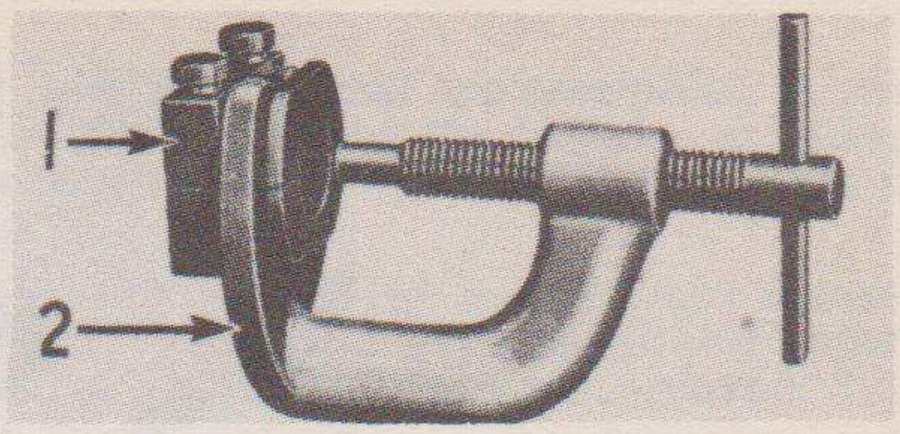

Fig. 30 — Inner race puller tool SE-839. (1) Bearing race adapter. (2) Puller.
(2) The inner bearing race can be readily removed from the rotor by using a puller and adapter as shown in Fig. 30. It is necessary to remove the inner bearing race when removing or inserting rotor shims (2), Fig. 31, for preloading the rotor bearings.